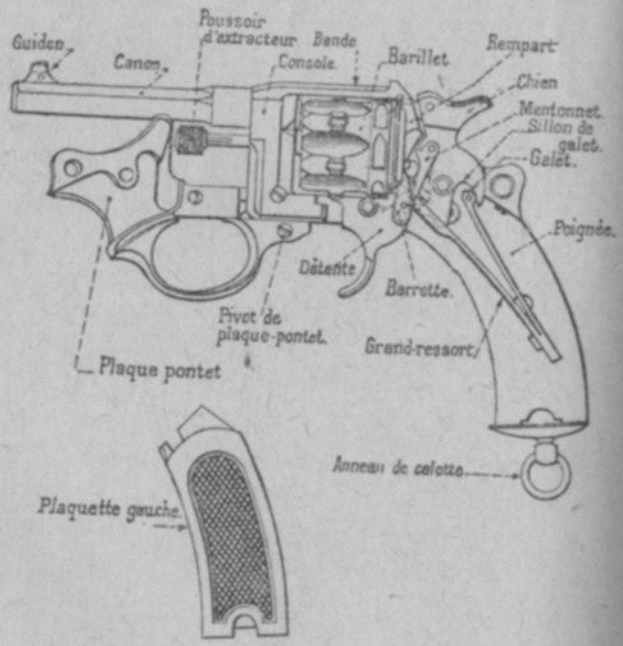

Fig. 8. — Revolver 1892.
9. La *platine* (fig. 8) se divise en trois parties principales : le *chien*, le *grand ressort* et la *détente*.